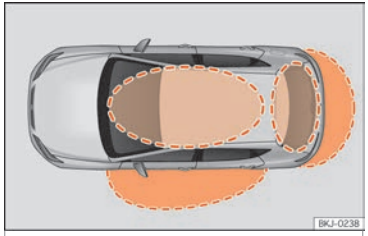
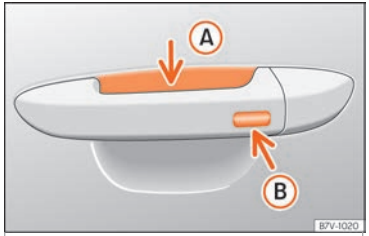

Fig. 84 Keyless Access: proximity zones.
Fig. 85 Door handle: sensor surfaces
››› **Fig. 85**
Keyless Access is a key-free locking and ignition system to unlock and lock the vehicle without actively using its key. To do this, all that is required is to have a valid vehicle key in the detection area where you are attempting to access the vehicle ››› Fig. 84 and to touch one of the sensor surfaces on the door handles ››› Fig. 85 ››› ❗.
If a valid key is in the proximity of the car ››› Fig. 84, the Keyless Access locking and starting system gives the key entry as soon as one of the sensor surfaces on the front door handles is touched.
- Grip the driver door handle. When you do this, you touch the sensor surface ››› Fig. 85 Ⓐ (arrow) of the handle and the vehicle unlocks.
- Touch (*once*) the locking sensor surface ››› Fig. 85 Ⓑ (arrow) on the driver's door handle. The door that is used must be closed.
- Touch (*once*) the sensor surface ››› Fig. 85 Ⓑ (arrow) on the driver's door handle. The vehicle locks with the “Safe” security system ››› page 102. The door that is used must be closed.
• Touch (*twice*) the sensor surface ››› Fig. 85 Ⓑ (arrow) of the driver door handle to lock the vehicle without activating the "Safe" security system ››› page 102.
When the vehicle is locked, the rear lid automatically unlocks on opening if there is a valid vehicle key in the proximity ››› Fig. 84.
- Push the central locking button on the remote control and touch the locking sensor surface of the driver door handle ››› Fig. 85 Ⓑ within the following 5 seconds. Do not grasp the door handle; otherwise the vehicle will not unlock. Deactivation is also possible if the vehicle is locked through the driver's door lock.
To close all the electric windows and the sunroof using the **comfort function**, keep a finger for a few seconds on the locking sensor surface ››› Fig. 85 Ⓑ (arrow) of the door handle until the windows and roof have closed.
The sensor surfaces on the door handles could engage if hit with a water jet or high pressure steam if there is a valid vehicle key in the proximity. If at least one of the electric windows is open and the sensor surface ››› Fig. 85 Ⓑ (arrow) on one of the handles is activated continuously, all windows will close.